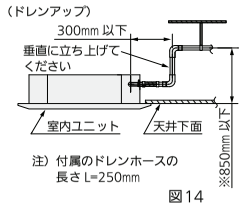

図14
- ドレン配管高さは天井下面より850mmを限度として上げることができます。特性上ドレンアップ高が高いほど排水音が低くなります。このためドレンアップ配管高さは300mm以上を推奨します。（※絶対に 850mmより高くしないでください）（図14）